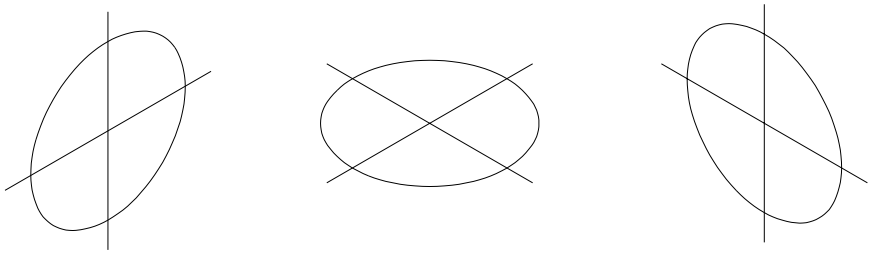

Fig. 8.3
– ***o opțiune ELLIPSE***. Dacă este selectat modul SNAP-izometric, comanda ELLIPSE permite desenarea cercurilor aflate în planul axonometric curent (selectat prin comanda ISOPLANE) (fig. 8.3).